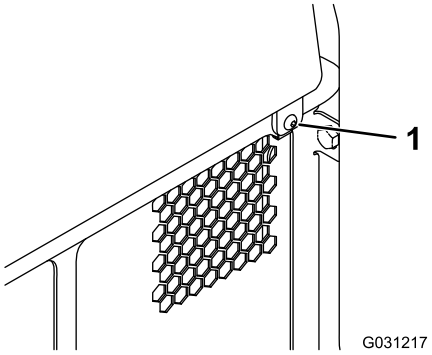

**Rysunek 38**
1. Zdejmij element mocujący (Rysunek 38).
2. Unieś tylną pokrywę dostępową, aby uzyskać dostęp do elementów wewnętrznych (Rysunek 38).